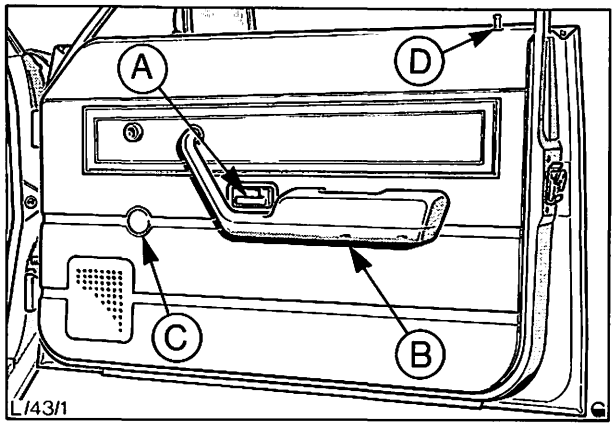

Abb. 48 Türverkleidung – Vordertür
4. Türverkleidung bei der Griffschale des Türöffnungshebels eindrücken und Chromeinfassung der Griffschale nach vorne von den Befestigungszapfen abnehmen, Abb. 48, 51.